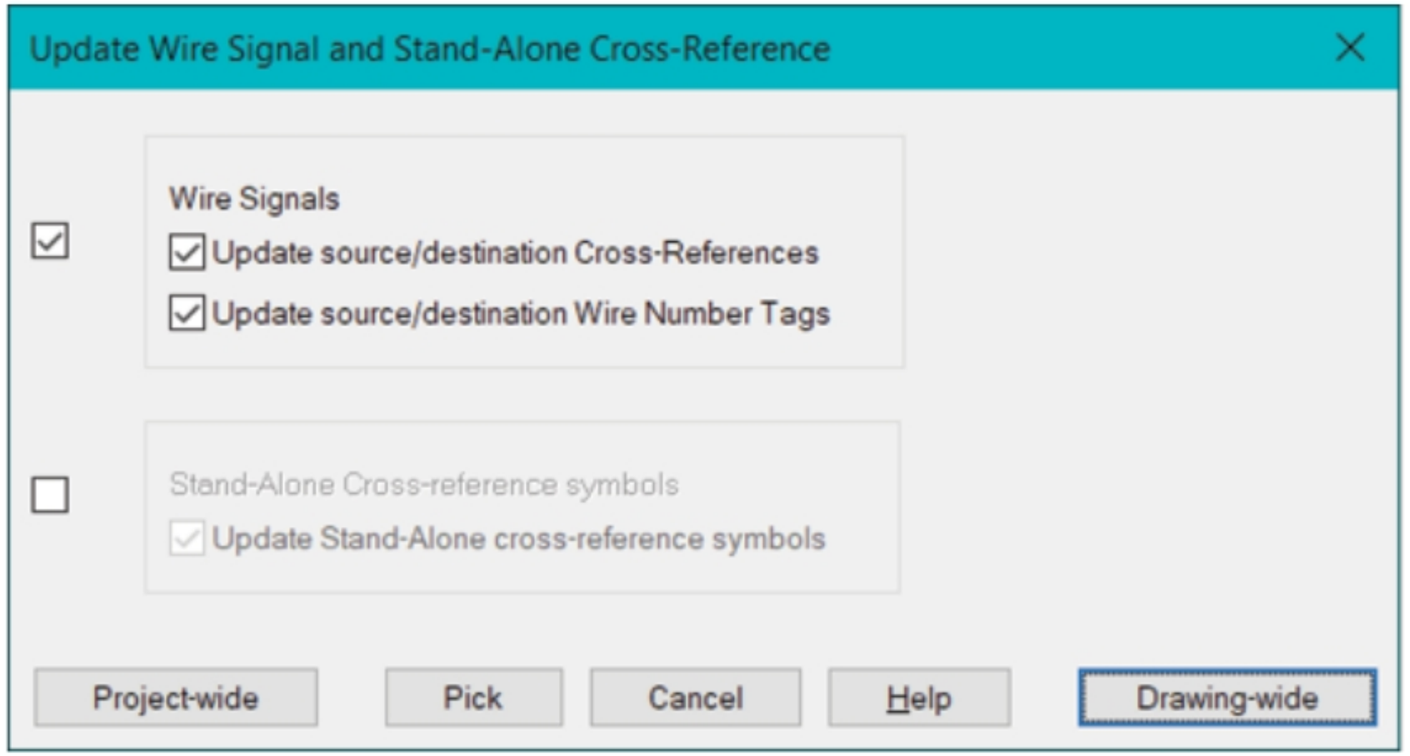

Figure-56. Update Wire Signal and Stand-Alone Cross-Reference dialog box
- Click on **Update Stand-Alone Cross-Referencing** tool from the **Cross References** drop-down. The **Update Wire Signal and Stand-Alone Cross-Reference** dialog box will be displayed; refer to Figure-56.